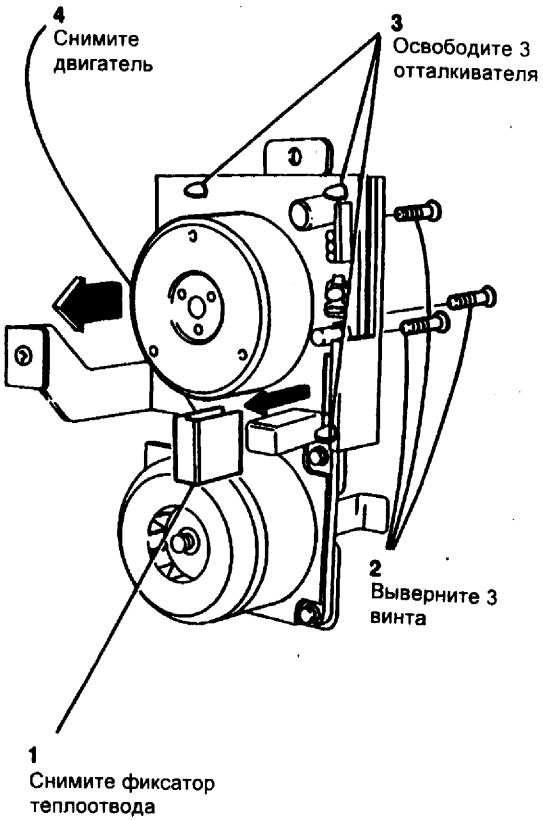

Рис. 4 Снятие двигателя главного привода
9. (Рис. 4) Снимите двигатель главного привода